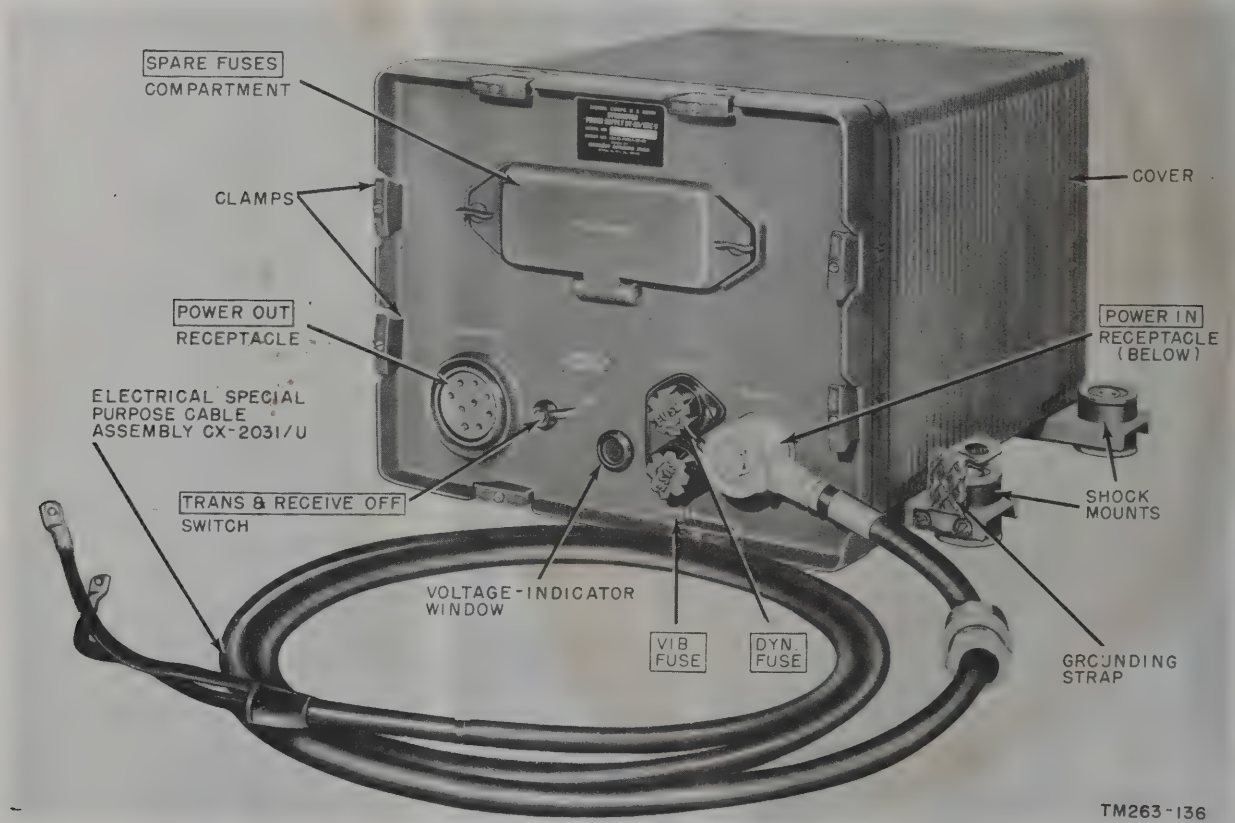

Figure 11. Dynamotor-Power Supply DY–88/GRC–9.
12. Description of Dynamotor-Power Supply DY–88/GRC–9 (fig. 11)